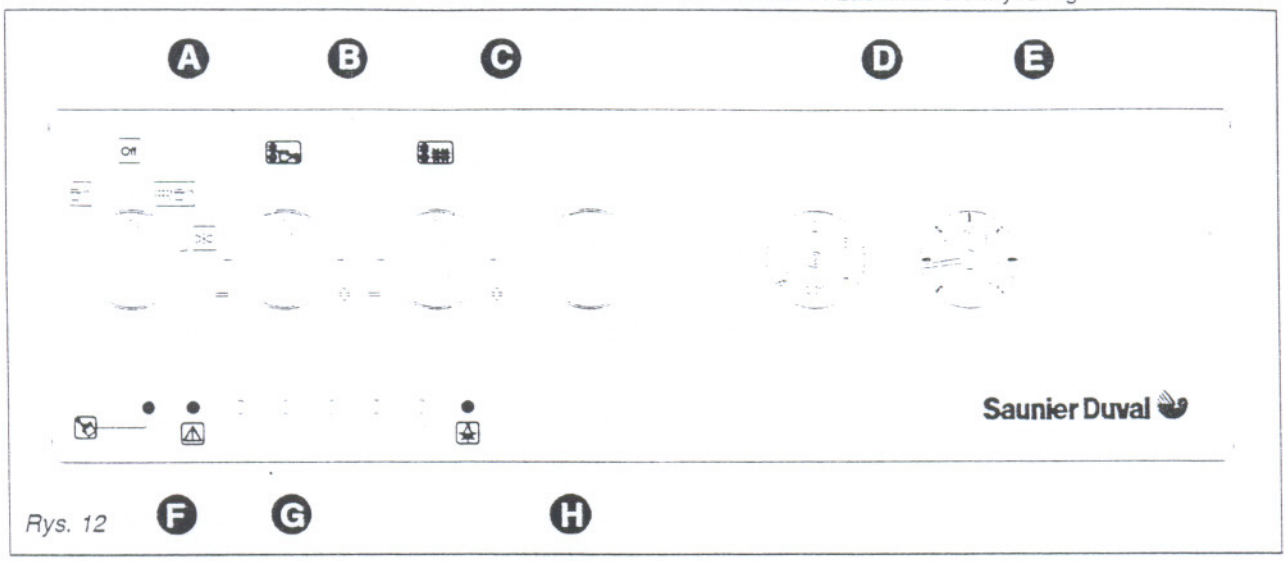

Rys. 12
- Ustaw pokrętło **A rys. 12** na Off
- Naciśnij na przycisk reinicjalizacji **F rys. 12**
- Ustaw pokrętło **A rys. 12** na lub